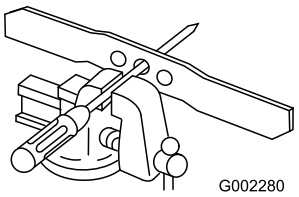

Figuur 31
1. Controleer de balans van het mes door de opening in het midden van het mes boven een spijker of de steel van een schroevendraaier te houden, die horizontaal in een bankschroef is geklemd (Figuur 31).